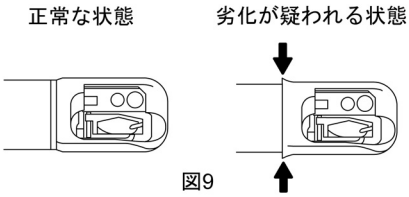
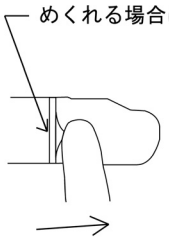

図9
図10
(8)先端カバーの後端部に図 9 の矢印部のような広がりがないことや内視鏡先端部のホワイトリングが先端カバーの後端部によって隠れていないことを確認する。また、先端カバー後端部を図 10 のように内視鏡先端方向へ指でなでたときにめくれないことを確認する。広がりがある場合、隠れている場合、めくれる場合は先端カバーの劣化が疑われ脱落するおそれがあるので、新しい先端カバーに交換する。